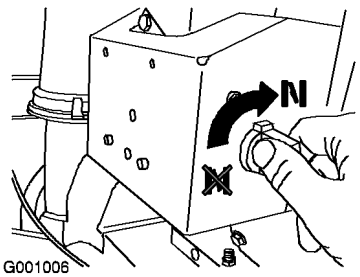

Figur 22
4. Drei choken til På-stilling (Figur 22).